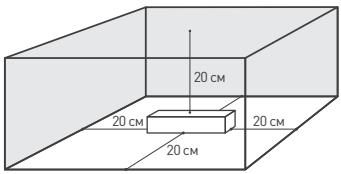

Рисунок 1.
4.2. Для естественной вентиляции обеспечьте не менее 20 см свободного пространства вокруг источника питания, как изображено на рис. 1. При невозможности обеспечить свободное пространство используйте принудительную вентиляцию.